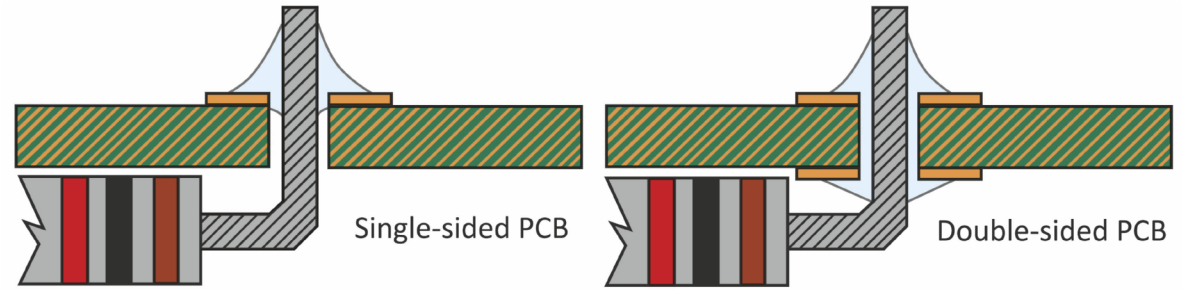

**FIGURE 1.40** Side view of ideal solder joints. ⏎
5. **Wetting angle.** The solder left over at the solder joint is called the **fillet** (pronounced "FILL-it"). The solder wets the part at a **wetting angle**, defined by the angle formed at the edge between the fillet and the solder pad. The fillet will ideally have a very small wetting angle, about 30° or so, as shown in Fig. 1.40. If any oxide is present, the wetting angle will be closer to 90° or more. Such an oxide layer is bad – it can cause an open circuit in the short term, or poor reliability in the long term. Unreliable connections due to poor metal-to-metal contact are called **cold solder joints**. If this happens, you should reflow it using new solder or new flux. If that does not improve it or leads to other problems, you should rework the joint, as discussed below.